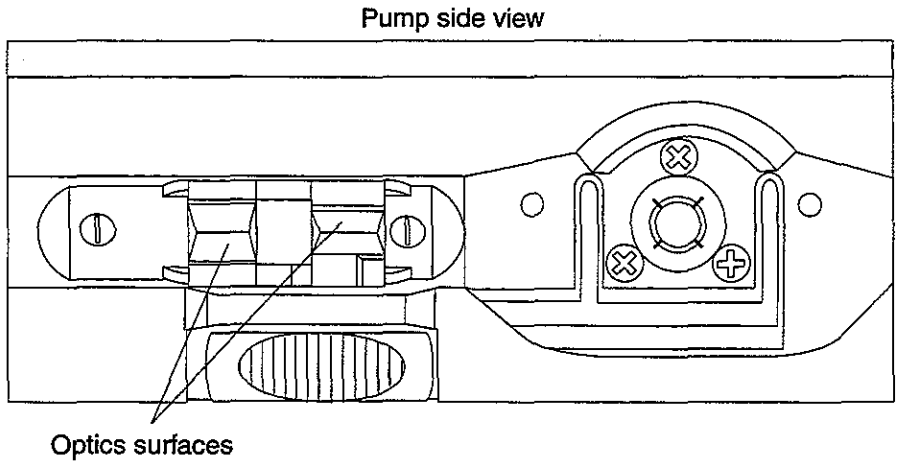

Figure 5-1. Cartridge Channel Detail
- ❑ Clean the cartridge channel on a regular basis. Use a moistened cotton swab to clean the optics surfaces (refer to *Figure 5-1. Cartridge Channel Detail*).